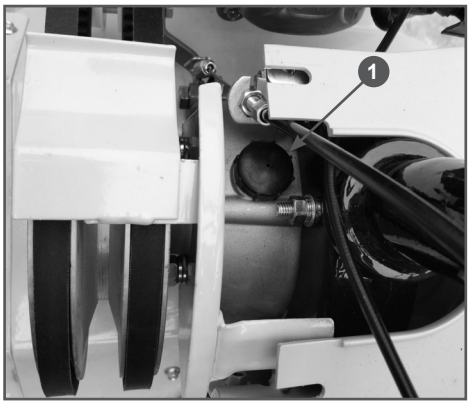
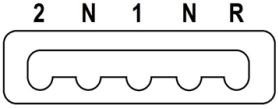

Рис. 11 Пробка маслозаливного отверстия коробки передач
Рис. 15 Положения рычага переключения передач
3. Переведите рычаг переключения передач в положение «R» (Задний ход) (Рис. 15) и открутите пробку 1 маслозаливного отверстия. Пробка находится в верхней части корпуса коробки передач слева от стойки рукояток управления (Рис. 11).
Положения рычага переключения передач мотокультиватора показаны на Рис.15.